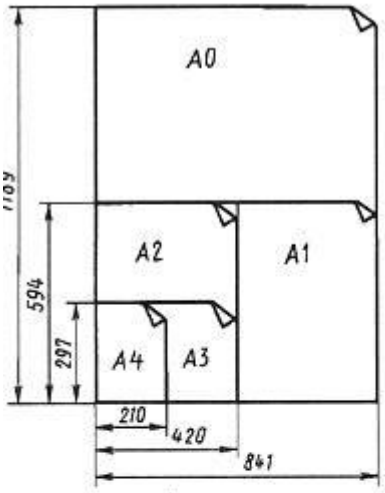

Рис. 1. Схема построения форматов
3. Чертежи практических работ выполняют на листах чертежной бумаги. Стандартные размеры форматов листов чертежей определены ГОСТ 2.301-68 и имеют следующие обозначения и размеры сторон (табл.1), (рис.1):